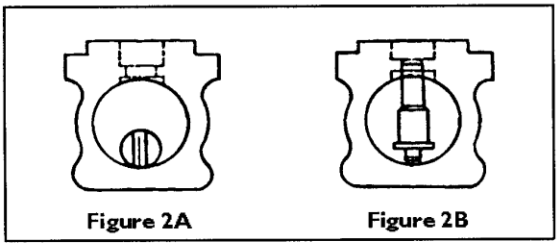

Figure 2A Figure 2B
2. Insert the stem (4) horizontally into the body bore (threaded end first). The blade at the ball end of the stem must be vertical (see Figure 2A and 2B). Guide the stem into the stem hole being careful not to scratch the bearings.
3. Holding the stem in place from the bottom, install two stem seals (7), a compression ring (18) from the outside and thread on one stem nut (16) until the stem starts to turn.
5. Align the stem blade with the ball slot. Insert the ball (3), and rotate the stem (4) to the ball closed position.